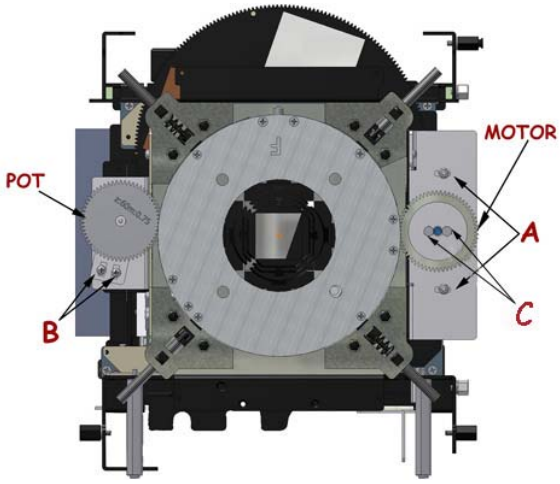

Fig. 1
- Tighten the two screws **A**, see ***Fig. 1***.